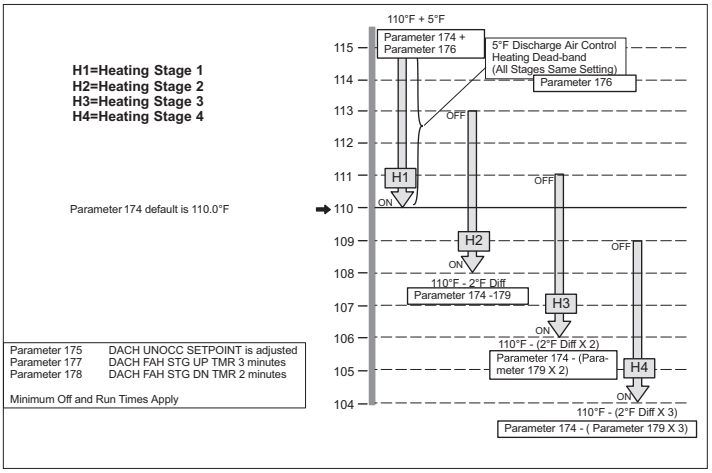

Figure 46. Discharge Air Control Heating Stages - Default Values Shown
- Refer to "Figure 46. Discharge Air Control Heating Stages - Default Values Shown" for Discharge Air Control Heating stages.